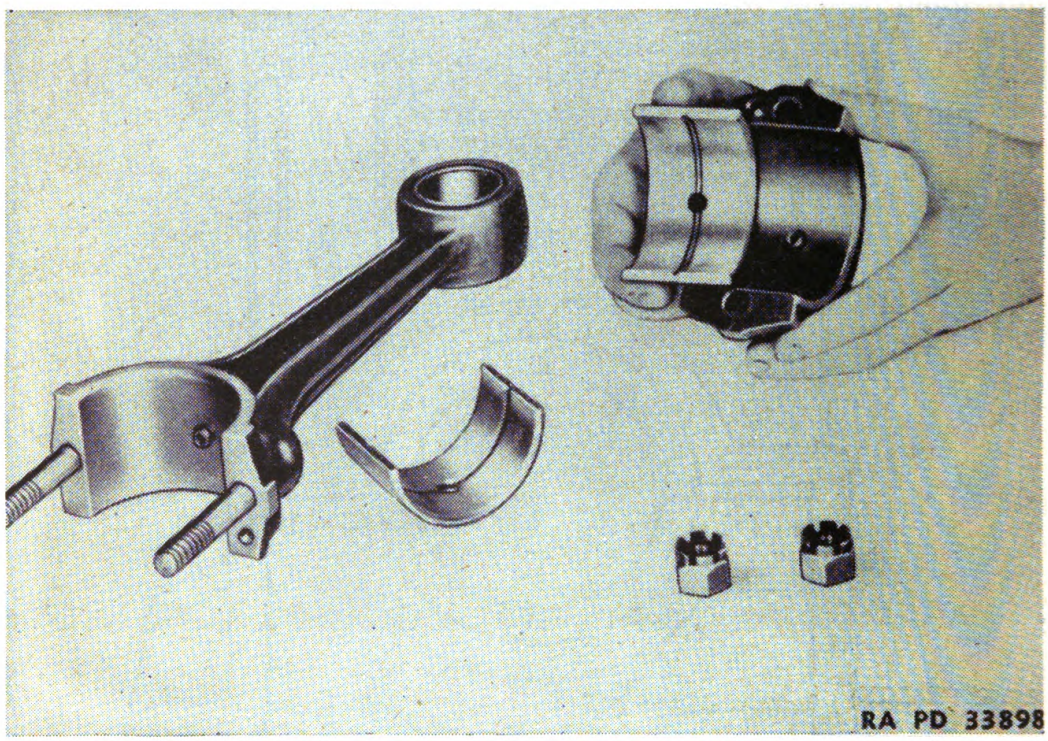

FIGURE 36.—Connecting rod bearing replacement.
(5) There is a packing groove on each side of the rear oil seal cap. Using a small diameter punch or awl the groove should be solidly packed. Normally, ½ ounce of ⅛ inch round braided packing (not graphited) will suffice for an engine. Packing is supplied with bearing replacement groups.
30. Connecting rod bearing replacement.—*a. General.*—The connecting rod bearing shells (fig. 36) are of the precision type and are available in standard size or .050 inch undersize. Precision bearings, standard or undersize, are to be installed without fitting, reaming,